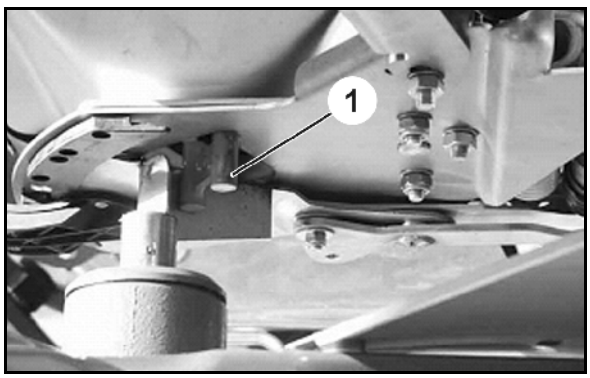

Fig. 80
6. Insert the setting gauge (Fig. 80/1) (Option, order no.: 915018) slightly into the opening.